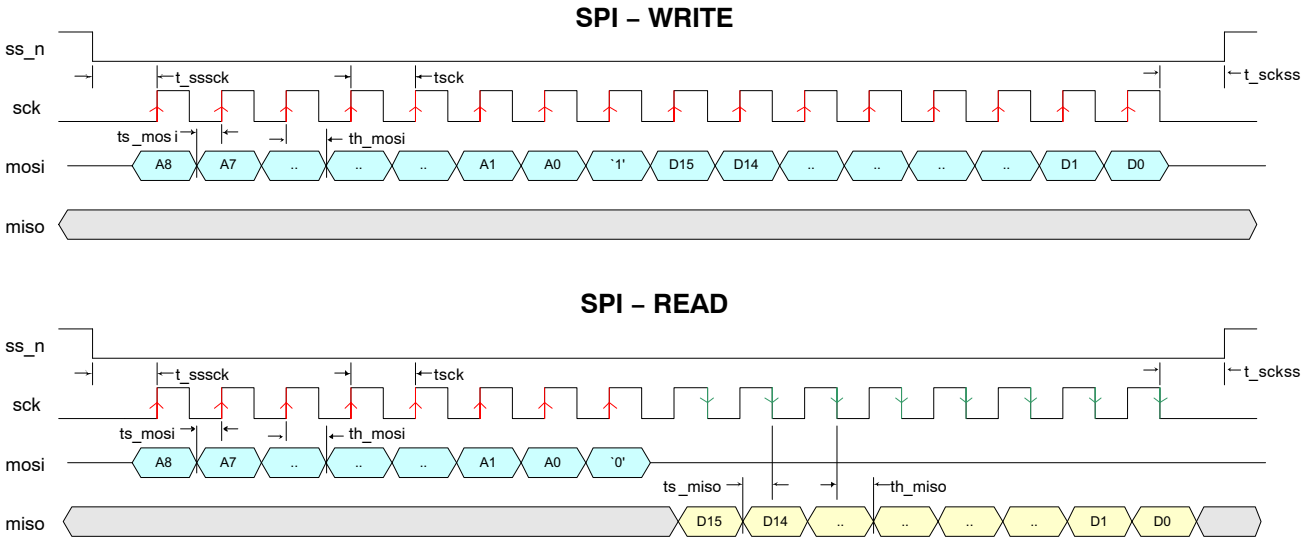

Figure 22. SPI Read and Write Timing Diagram
Figure 22 shows the communication protocol for read and write accesses of the SPI registers. The PYTHON 300, PYTHON 500, and PYTHON 1300 image sensors use 9−bit addresses and 16−bit data words.
4. One SPI clock cycle after selecting the sensor, the 9−bit data is transferred, most significant bit first. The sck clock is passed through to the sensor as indicated in Figure 22. The sensor samples this data on a rising edge of the sck clock (mosi needs to be driven by the system on the falling edge of the sck clock).